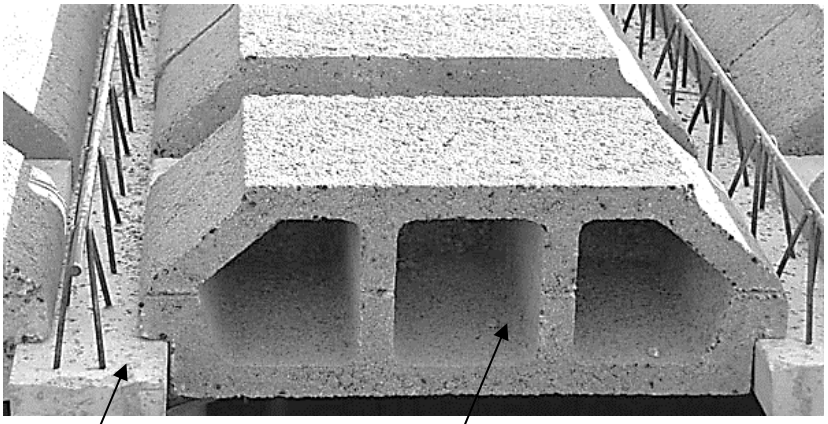

FIGURE 6.9
6.9 Answer the following questions with regard to the concrete floor in FIGURE 6.9.